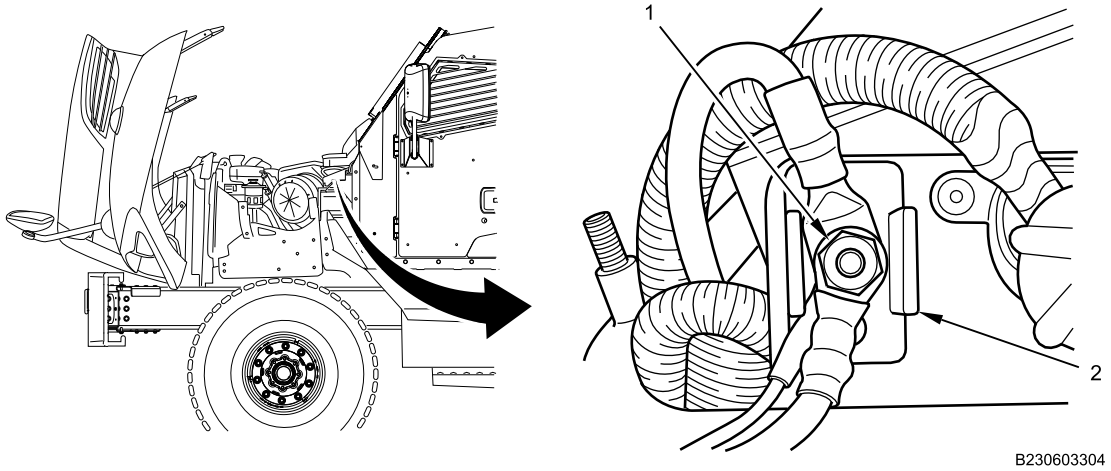

Figure 1. Electrical Harness Connections.
1. Remove 24V underhood junction block nut (Figure 1, Item 1) from 24V underhood junction block (Figure 1, Item 2).